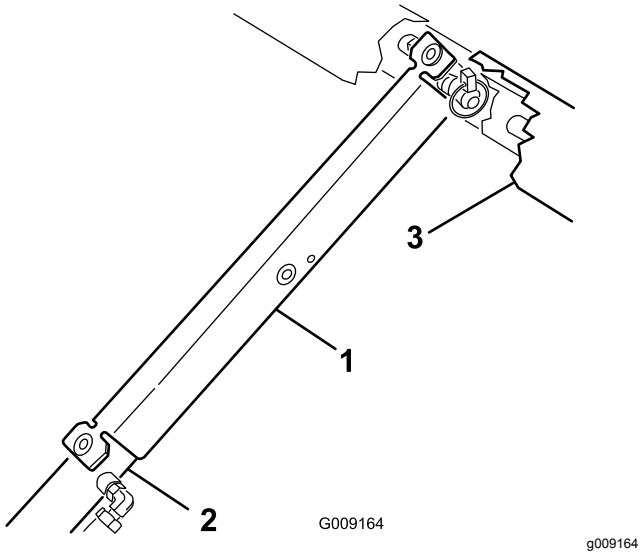

Rysunek 22
3. Wciśnij podporę platformy na tłoczysko siłownika, upewniając się, że występy końcowe podpory są oparte na końcu cylindra siłownika i na końcu tłoczyska siłownika (Rysunek 22).